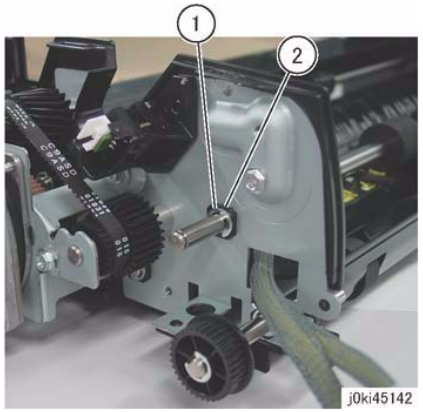

Figure 5 Bearing Removal
14. Remove the bearing at the rear. (Figure 5)